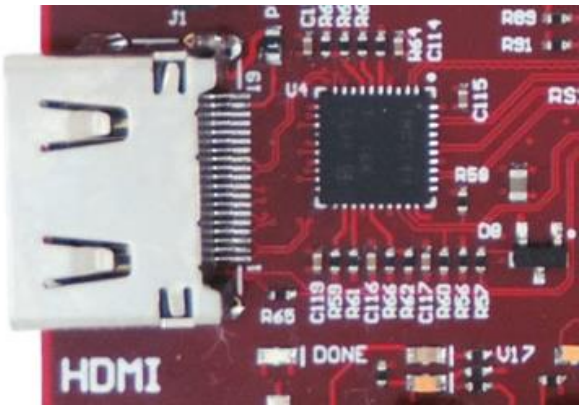

Imagen 12. Puerto HDMI.
AVANXE 7 cuenta con un puerto HDMI que permite crear aplicaciones donde se requiera salida de video. Entre el puerto y el FPGA existe un acoplador de Texas Instruments (TI) TMDS141, que disminuye la distorsión de las señales diferenciales generadas en el cable HDMI y cuenta con un repetidor I2C para dispositivos Display que permitan identificación de datos (EDID). En la imagen 12 se observa el puerto HDMI y el acoplador TMDS141 de TI.